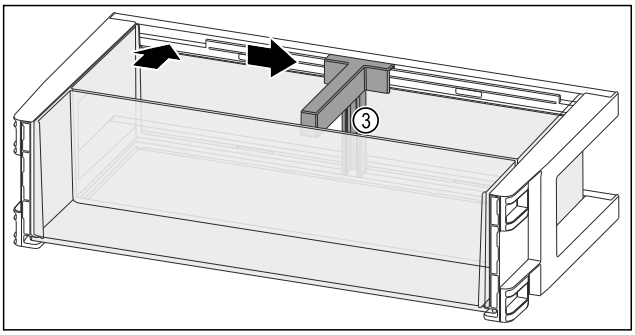

Fig. 127
▶ Introduceți suportul pentru sticle *Fig. 127 (3)* în degajare.
▶ Împingeți în lateral suportul pentru sticle *Fig. 127 (3)* în poziția dorită.